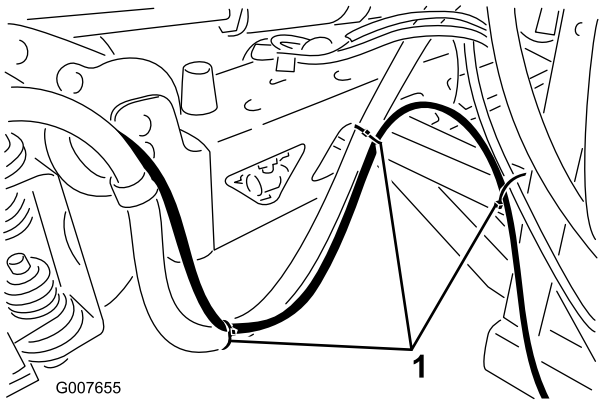

Figur 9
C. Fortsæt med at føre slangen langs bommens eksisterende forsyningsslange. Brug plastikbånd til at fastgøre slangen til afstiveren på punkterne vist i Figur 9.